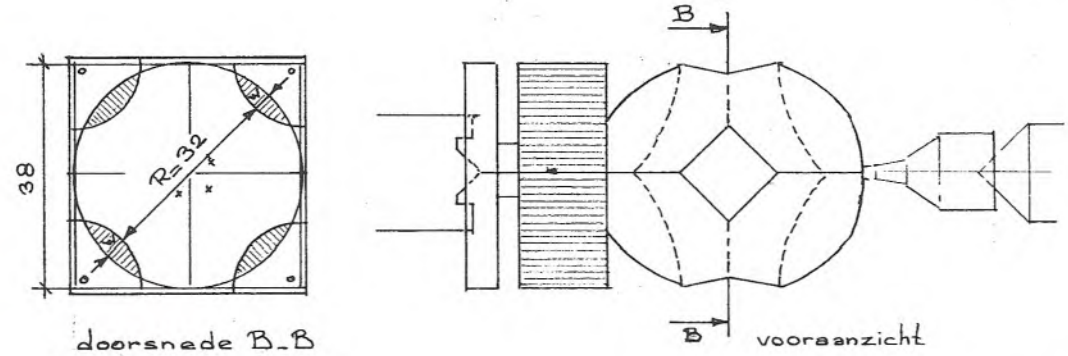

Figuur 3
7 Draai de blokjes 180 graden om de lengteas, zodat de kruisjes en puntjes van plaats verwisselen.(zie figuur 3 doorsnede B - B). De blanke kanten zitten nu allemaal aan de binnenkant tegen elkaar en aan de buitenzijde kijk je tegen de vlakken aan die verlijmd zijn geweest. Dit nu is de truc van omkeerdraaiwerk, de uitgedraaide V-groef vormt nu aan de binnenkant een holte. Je ziet een ruitvormig gaatje op de vlakken verschijnen (zie figuur 3 vooraanzicht).
- De overblijvende diameter van de cilinder zal, bij zuiver werken, waarschijnlijk 38 mm worden. Willen we een wanddikte W overhouden van 3 mm dan wordt R 38 - 3 - 3 = 32 mm (zie figuur 3 doorsnede B - B).